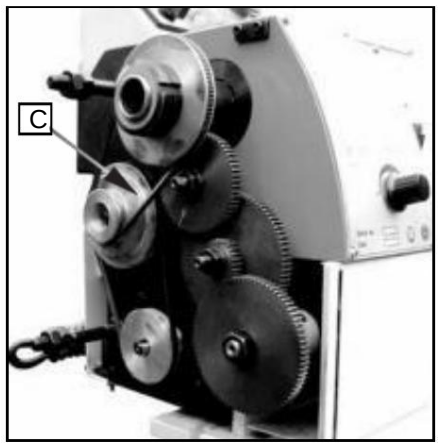

Abb. 16
2. Stellen Sie den Keilriemen (C, Abb. 16) auf die entsprechende Position ein.